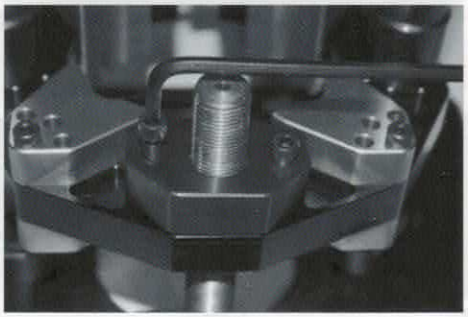
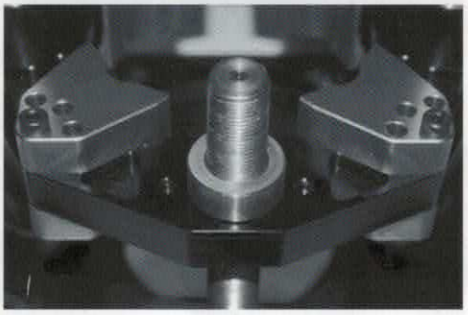

Figure 11
Figure 12
2. Remove the ¼-20 x 1" Cap Screws from the Carriage Nut Cover (Figure 11) and remove the cover and o-ring (Figure 12)
6. Place back the o-ring and carriage nut cap and with the screws you removed in Step 2 (Figure 11) fasten the carriage nut cap securely